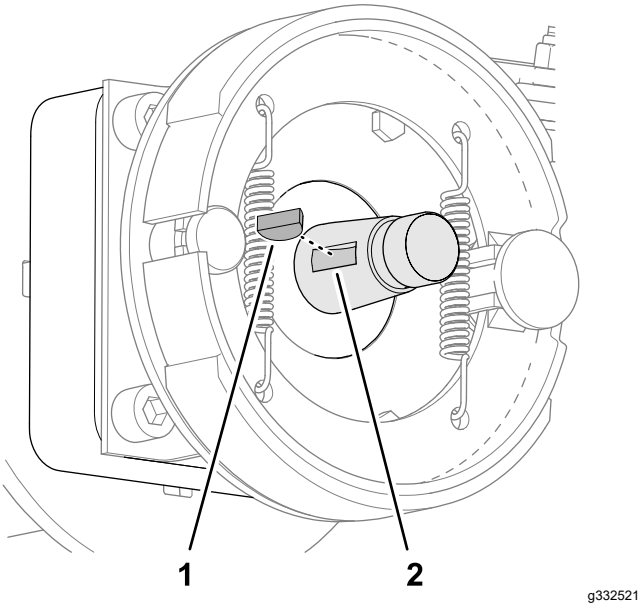

Figuur 72
2. Plaats de schijfspie in de gleuf van de wielmotoras (Figuur 72).